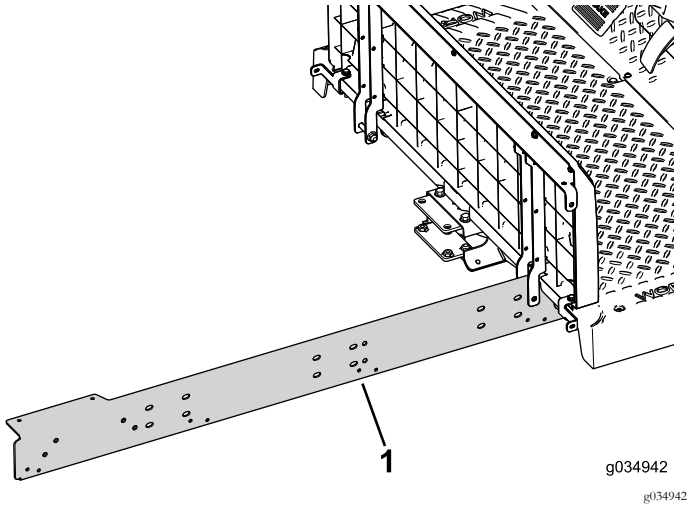

Рисунок 22
2. Установите, не затягивая, удлинительную балку на правую сторону машины (Рисунок 22).